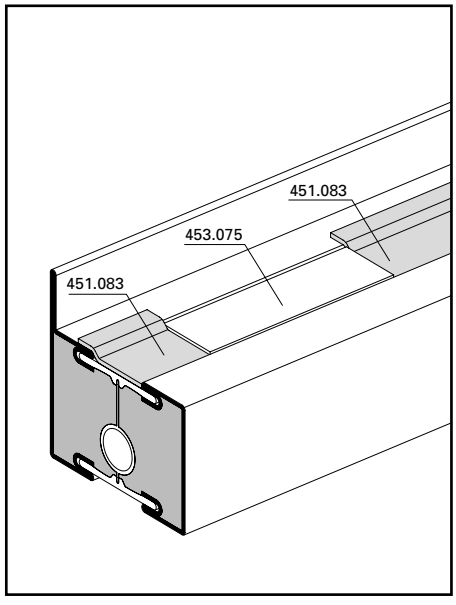

Abb. 13 / Fig. 13 / Fig. 13
– Im Bereich des Glasklotzes 453.075 muss das Brandschutzlaminat ausgespart werden (Abb. 13).
– Dans la zone de la cale de vitrage 453.075, la bande de protection incendie doit avoir une encoche (fig. 13).
– The fire-resistant laminate needs to be notched in the area of the glazing bridge 453.075 (fig. 13).